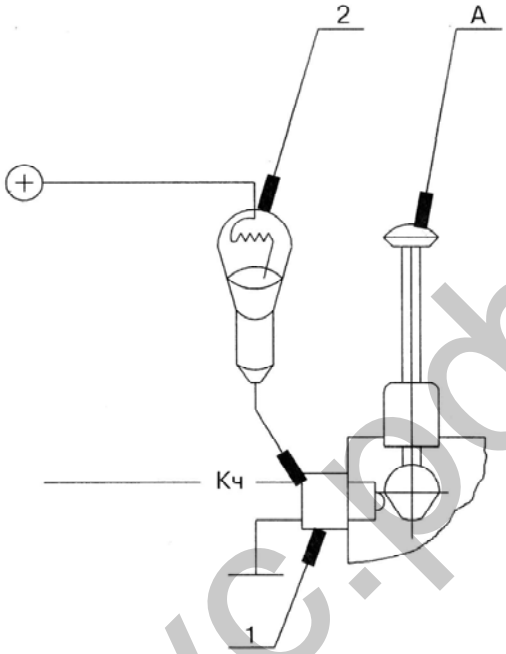

Рис. 7. Проверка работы выключателя блокировки стартера.
б) Проверьте работу выключателя блокировки стартера «SA11» при включенном редукторе КП (рис. 7)
• включите контрольную лампу одним проводом к клемме выключателя с проводом Кч, а второй протяните к Кл. "+" штатного АКБ (рис. 7);